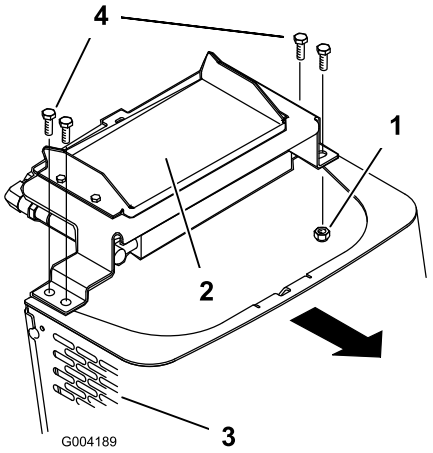

**Figuur 28**
6. Verwijder de borstbouten en moeren waarmee de oliekoeler aan de bovenzijde van het voorscherm is bevestigd (Figuur 28).